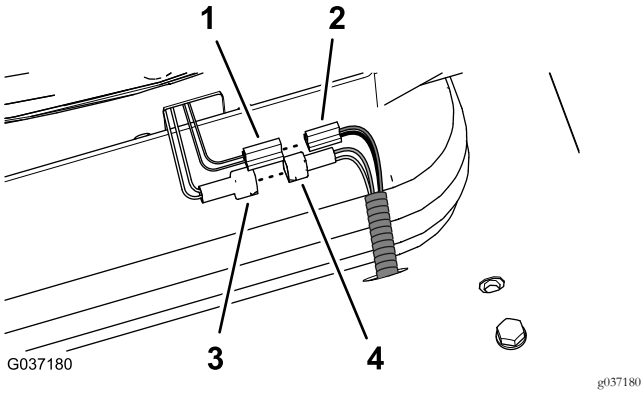
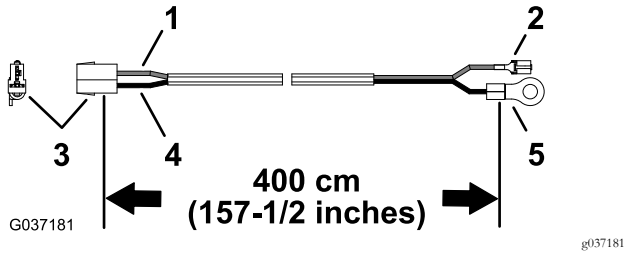

Figura 30
Figura 31
2. Collegate il connettore per l'interruttore del sedile (fili giallo e grigio) al connettore del cablaggio preassemblato della macchina (Figura 30).
3. Individuate il cablaggio preassemblato da 400 cm (con un morsetto ad anello), come illustrato nella Figura 31.
5. Collegate il connettore a 2 lame della sospensione ad aria del sedile nel connettore a 2 prese (fili nero e rosso) del cablaggio preassemblato del kit da 400 cm (Figura 30 e Figura 31).